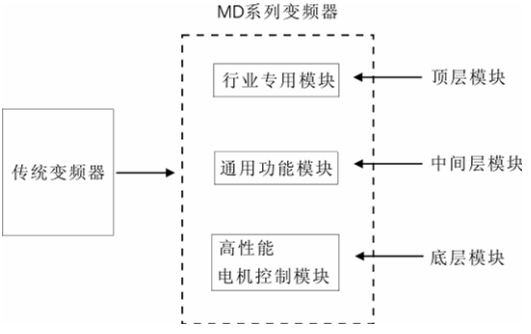

图 1 传统变频器与 MD 系列模块化变频器比较
1) 它首创了新一代变频器三层模块化的结构标准，如图 1 示；
2) 它首创了将用户需求进行电机驱动、通用功能和专用功能等主模块及各种子模块划分的物理标准，如图 1 所示；